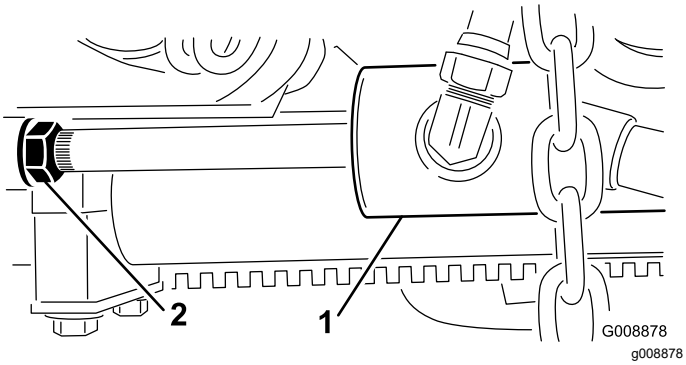

**Figur 27**
B. Skru låsemutteren på sylinderen tilbake (Figur 27).